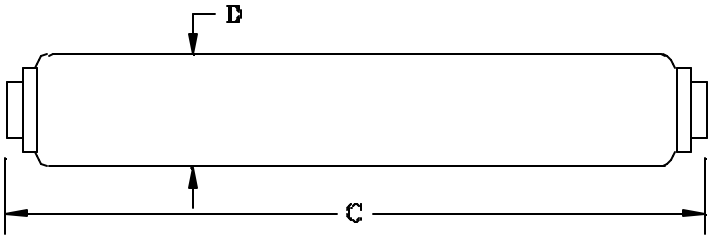

Figure 2 – Lamps with R17d recessed double-contact base
b) R17d recessed double contact base, see Figure 2